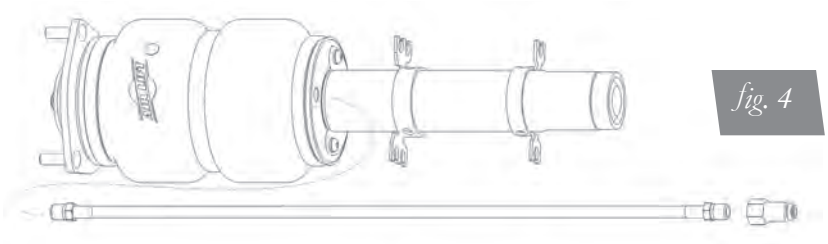

fig. 4
1. Install braided hose (B) into the lower end-cap of the airspring with thread sealant or Teflon tape applied to the threads of the fitting. Tighten finger tight and torque fitting 1 3/4 turns beyond hand tight. Attach the fitting (C or D) to the braided line with thread sealant (fig. 4).